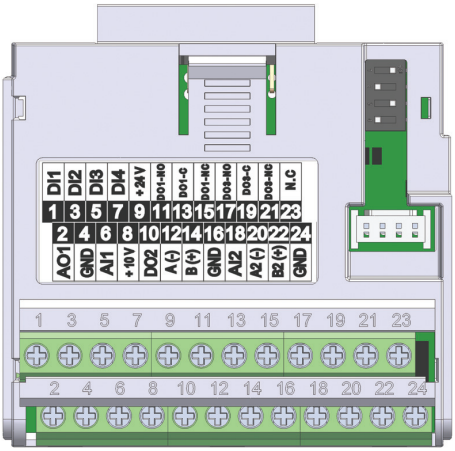

Figura 17.4: *Módulo Plug-In CFW500-CRS485*
O módulo plug-in CFW500-CRS485 tem a interface Serial (1) através da porta RS485 nos bornes 12(A-) e 14(B+), bem como a interface Serial (2) também através de outra porta RS485 nos bornes 20(A2+) e 22(B2+), veja figura 17.4.